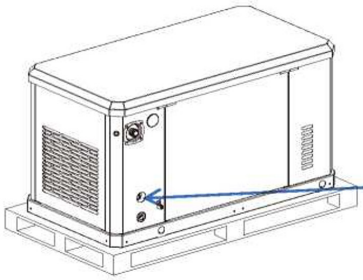

Figura 5-3
Véase Figura 5-3. El generador requerirá una válvula manual externa de corte de combustible (A) en la línea de combustible.